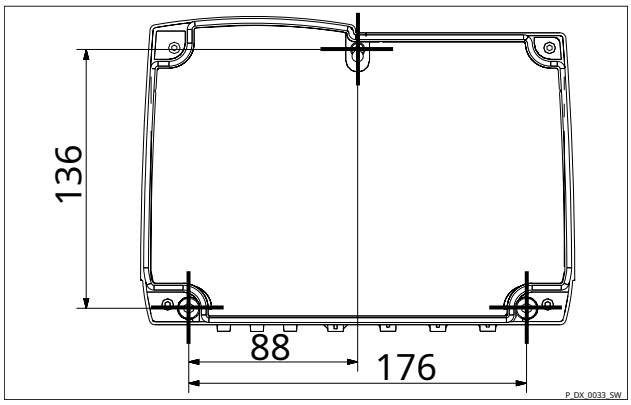

Fig. 4: DF4a drilling points - dimensions in mm (not true to scale).
1. Mark the drill holes on the wall - see *Fig. 4*.